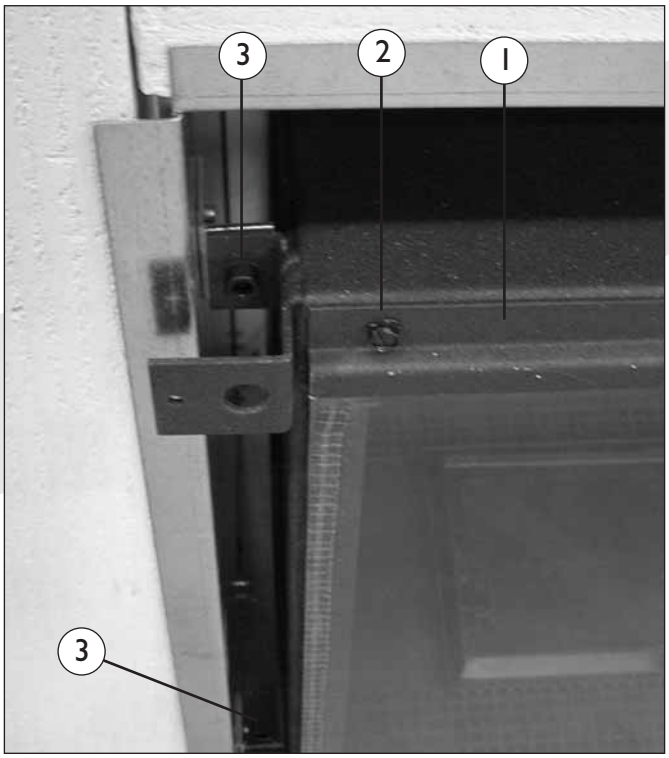
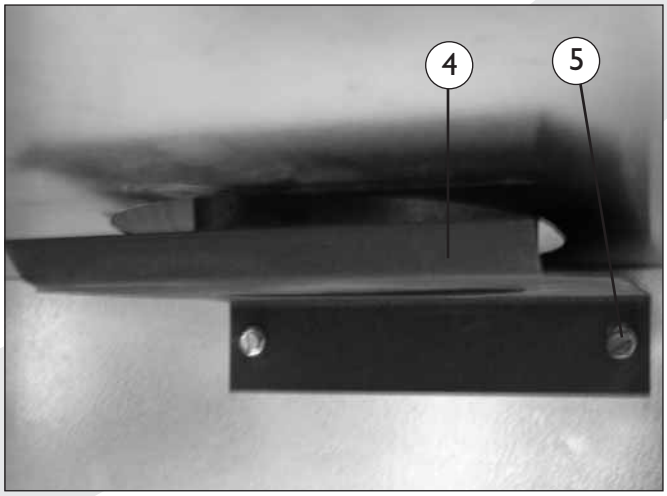

fig. 1
fig. 2
- Take out the glass pane (fig.1) by removing the glass strip at the top (1). This is fitted with 5 self-tapping screws (2).
- Slide the interior out of the casing. by unscrewing the 4 socket-head screws (3).
- Dismantle the outlet connector (4) by removing the 2 self-tapping screws (5), (fig.2).
Once the logs or stones are in position, the glass pane can be replaced and fixed with the glass strip (1) and the 5 self-tapping screws (2) (fig.1).